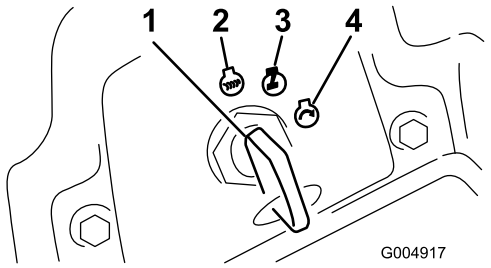

**Figur 16**
6. Drej tændingsnøglen med uret til positionen Run (Kør) (Figur 16).
3. Drej tændingsnøglen til positionen Off (Fra) (Figur 16). Vent, til alle bevægelige dele er standset, før du forlader betjeningspositionen.